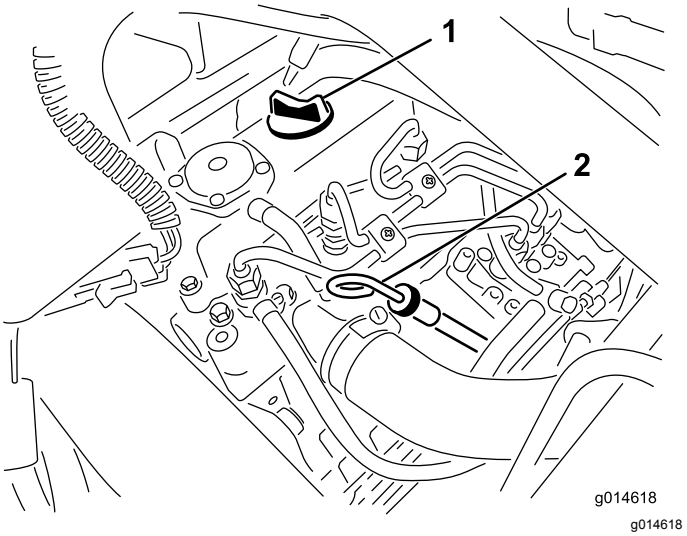

Rysunek 28
2. Wyjmij wskaźnik poziomu i wytrzyj go czystą szmatką (Rysunek 28). Wsuń wskaźnik poziomu